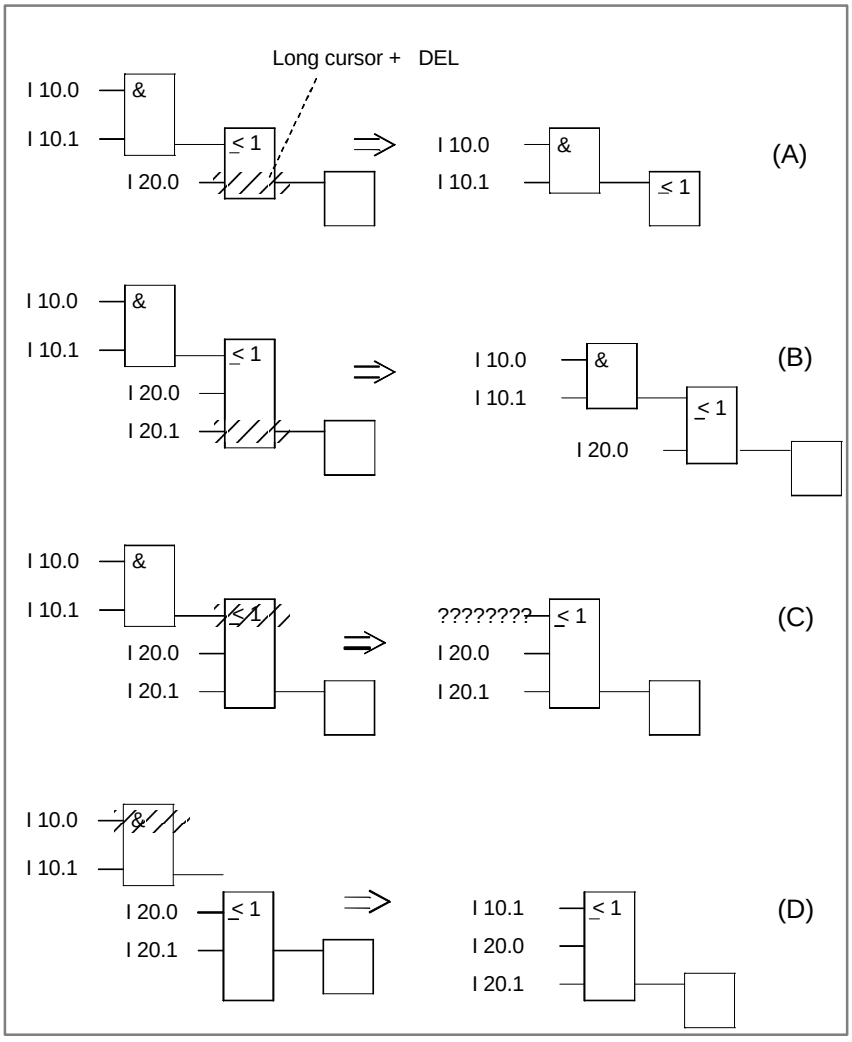

Figure 8-2 Deleting Operands and Functions (Example)
1. An input located under the long cursor is deleted. The function block itself is reduced in length by one line, see *Figure 8-2* (A).
2. If you delete a connected input, the function element before this input is also removed. The input is then displayed as non-connected, see *Figure 8-2* (B).
3. A function element with two operand inputs is removed. The remaining operand then occupies the free input of the next block, see *Figure 8-2* (C).